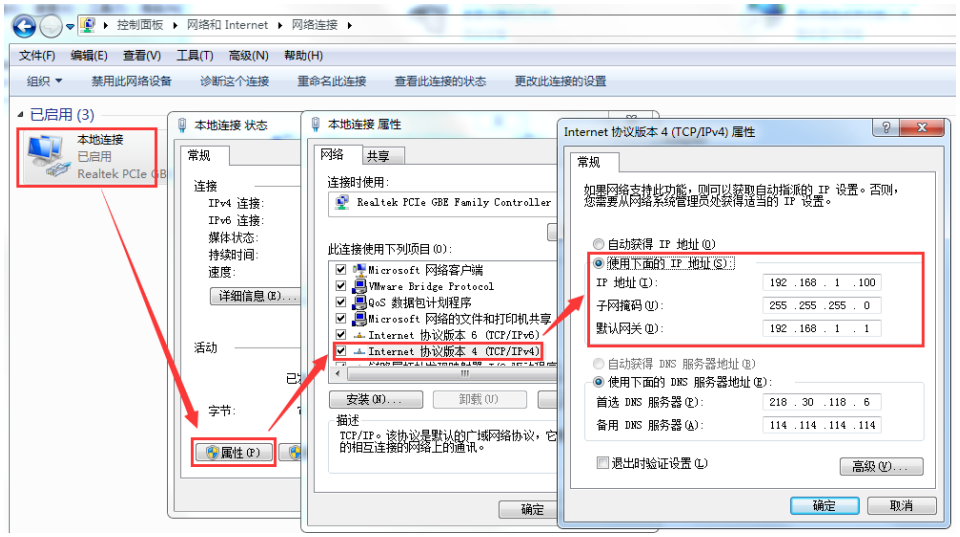

图 2.2 电脑 IP 地址设置
1. 测试之前必须保证电脑的 IP 是和设备 IP 处于一个网段内，如果不在一个网段内，需要重新设置电脑的 IP 地址（静态 IP），如图 2.2 所示。